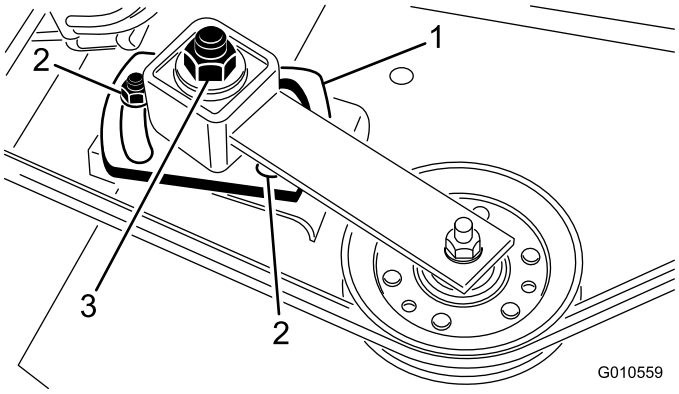

Figur 30
5. Dra åt remskivans justeringsmutter till 47–54 Nm med en hylsa och en momentnyckel (Figur 30).